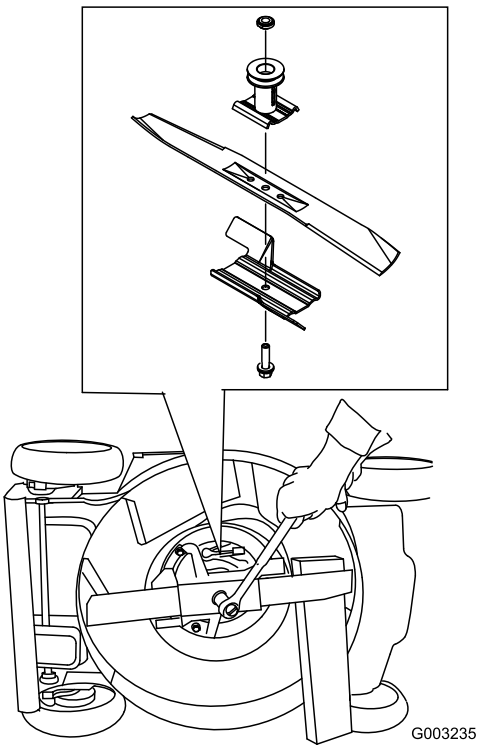

Figur 39
3. Använd en träkloss för att hålla bladet stadigt (Figur 39).